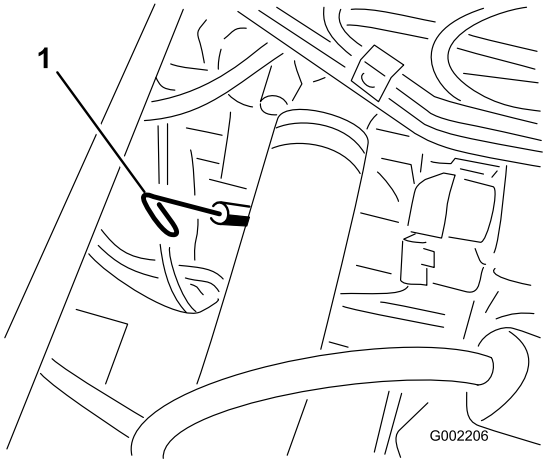

Bild 16
2. Nehmen Sie den Peilstab heraus, der sich unter dem Fahrersitz befindet, und wischen Sie ihn mit einem sauberen Lappen ab (Bild 16). Stecken Sie den Peilstab in das Rohr und stellen Sie sicher, dass er vollständig eingeführt ist. Nehmen Sie den Peilstab heraus und prüfen Sie den Ölstand.